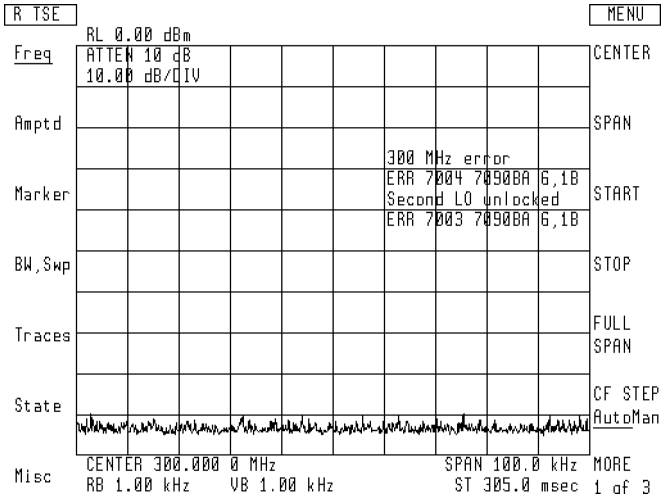
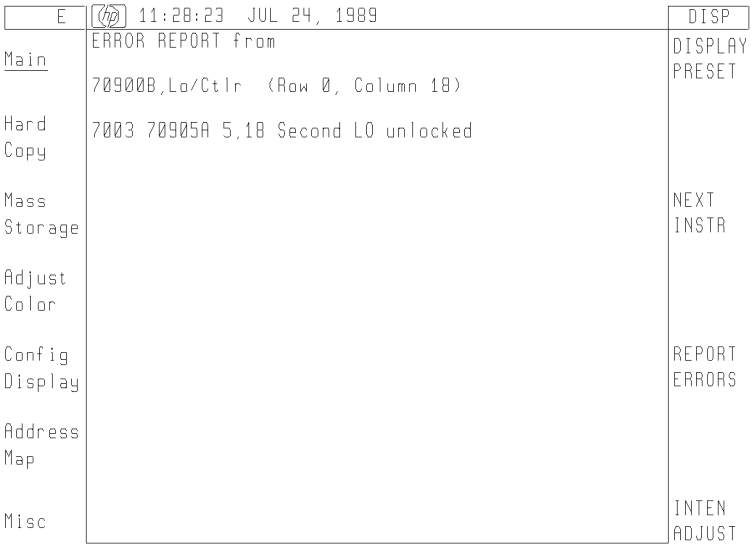

Figure 5-1. Error Reporting
Figure 5-2. Error Report Screen
Elements other than the displays have ERR (error) and ACT (active) indicator lights located on the front panel. Displays have indicator letters, E (error) and A (active), in the display-screen status block. See Figure 5-1.
The local oscillator (LO) displays error messages for the modular analyzer in the error message block of the LO display window. See Figure 5-1.
The display screen displays the errors being reported by any element at row address 0. See Figure 5-1. The error messages may be viewed by pressing the display key, then REPORT ERRORS. See Figure 5-2. The error report screen provides the error messages of elements on the HP-MSIB, and the MORE ERRORS softkey is displayed if there are additional error code messages on the succeeding page. See Figure 5-2 and Figure 5-3.
A master element reports its errors and the errors of its slaves to the same error report screen. Error messages reported by a master show the model number and HP-MSIB address of the element that generated the error. Refer to the error messages in Figure 5-2.